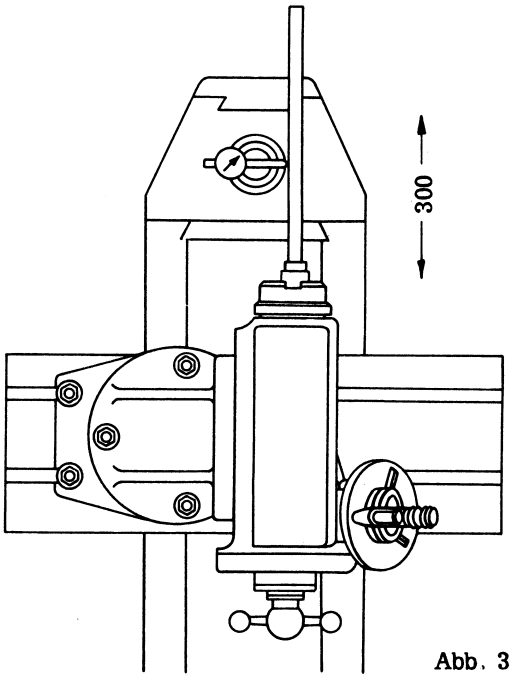

Abb. 3
b) **Einstellen auf genaue Teilkopfarbeit** (Abb. 3)